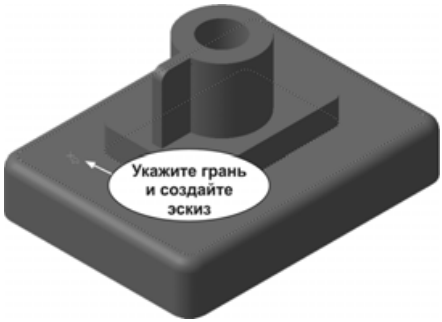

Рис. 5.51
- Создайте новый эскиз на верхней грани основания (рис. 5.51), установите для модели ориентацию **Нормально к...** и режим отображения **Без невидимых линий** .